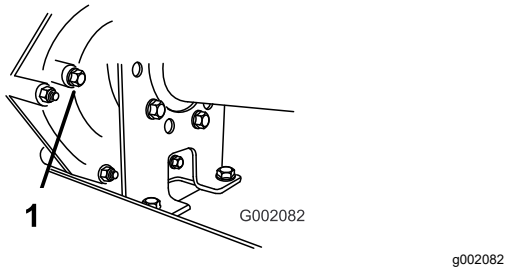

Figura 45
2. Retire el perno del orificio indicador del nivel (Figura 45).